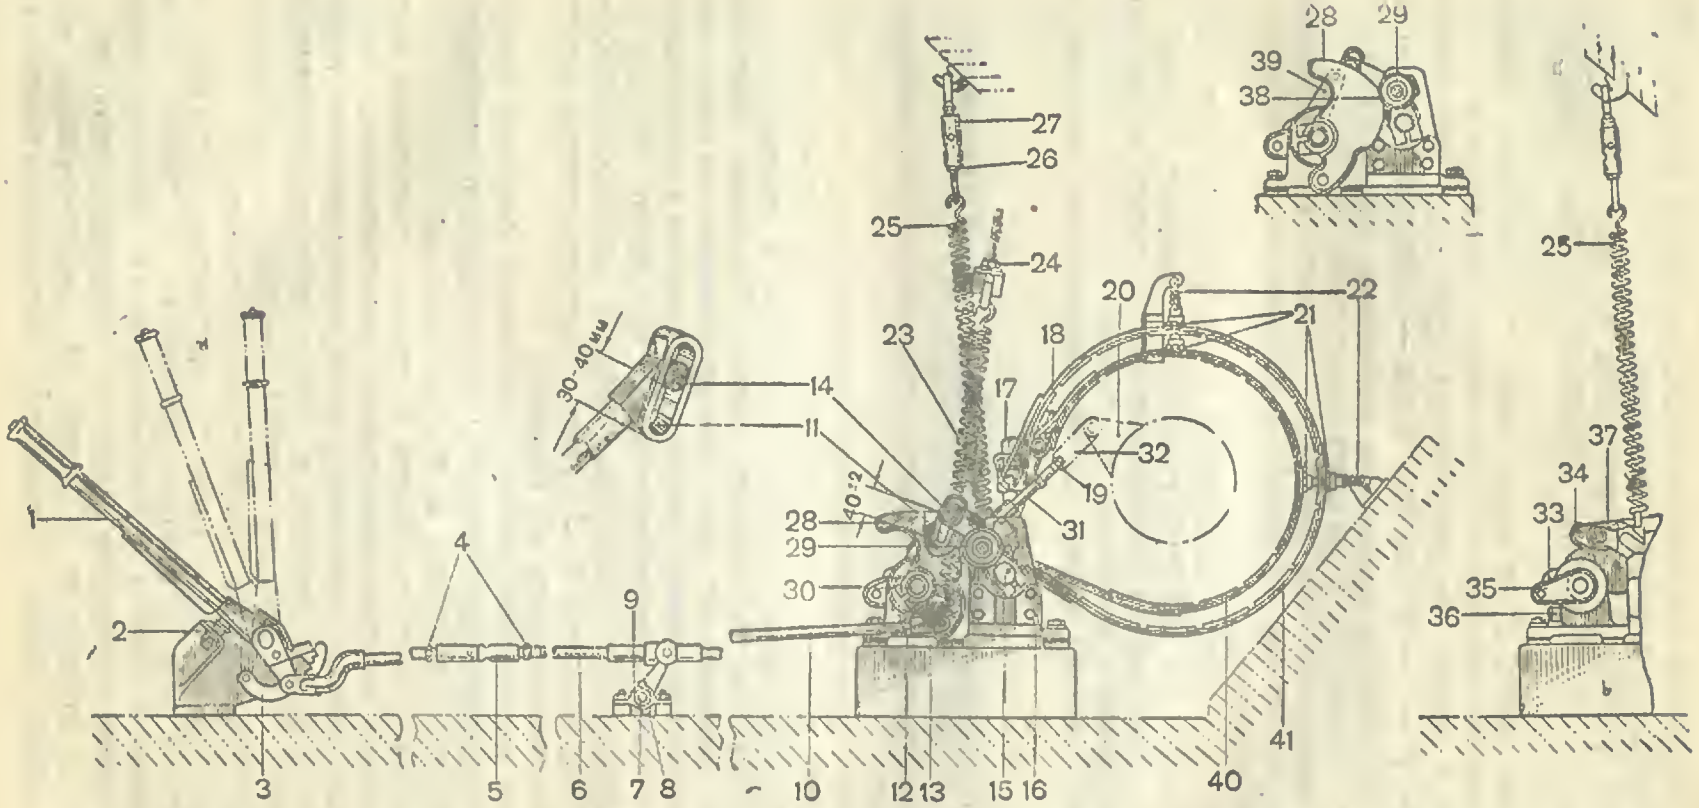

Рис. 184. Привод управления планетарным механизмом поворота (плоскостной чертёж):
9. Соединить рычаг чашки с регулировочной стяжкой *31* (рис. 184).
Правильной регулировкой привода управления обеспечивается (рис. 184 и 185):
2. Чёткое фиксирование рычага управления в первом положении, соответствующем торможению малого барабана. При этом ролик должен свободно от руки проворачиваться на своей оси, а ролик кулачка-разделителя входить в лунку *38* кулачка-разделителя (рис. 184). Фрикцион полностью выключен. Осевой ход подвижной чашки равен 4—4,5 мм. Большой остановочный барабан должен быть оторможен. Пружина должна плотно затягивать малую тормозную ленту на барабане.
1. Отрегулировать длину тяги *10* проушиной *13* (рис. 184 и 185) так, чтобы упор *8* валика прижимался к днищу, когда рычаг управления *1* прижат к регулировочному болту *2*. Проверить, чтобы в этом положении рычаг *35* упирался в упор *36*.
1. Затянуть гайку *18* (рис. 184 и 185) доотказа и затем повернуть ее обратно на 7—9 оборотов.
1. Затянуть гайку *17* (рис. 184 и 185) доотказа.
Для устранения холостого хода рычага и приведения хода выключения к нормальной величине нужно укоротить стяжку *31* (рис. 184).
4. Стук лент устранять, увеличивая натяжение оттяжных пружин *22* (рис. 184).